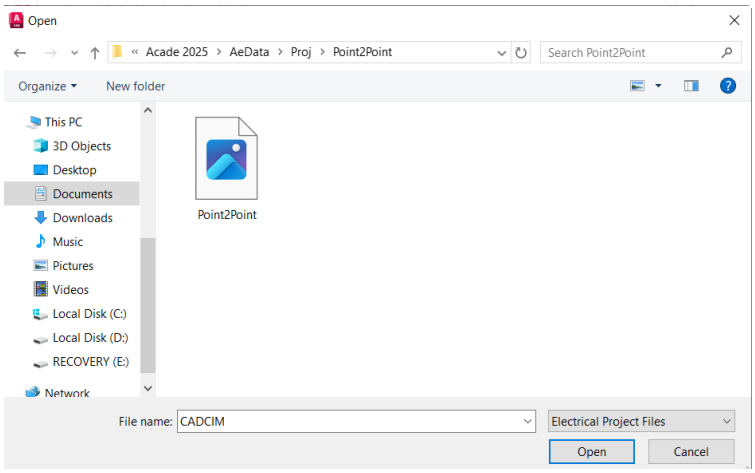

Figure 2-72 *The* ***Open*** *dialog box*
2. In this dialog box, choose the Browse button located next to the **Enter existing project path** edit box; the **Open** dialog box is displayed. In this dialog box, select the *c:\Users\User Name\Documents\Acade 2025\AeData\proj* folder and then double-click on the **Point2Point** folder. Next, select the **Point2Point.wdp** file, refer to Figure 2-72. Now, choose the **Open** button; path of the *Point2Point.wdp* file is displayed in the **Enter existing project path** edit box.